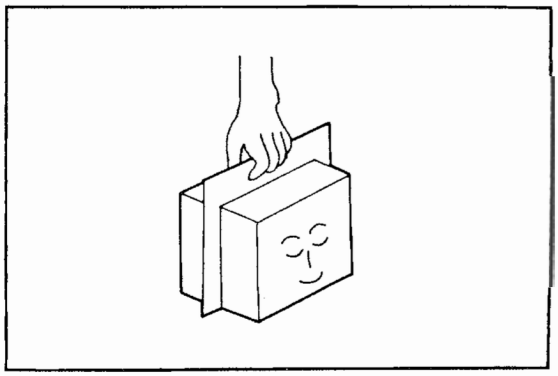

Fig. 5.44
b. Inspect the battery to make sure that the seal (plastic bag is sticked to the battery), it can be assumed to be in good condition. This battery will be ready for use after filling with electrolyte (specific gravity 1.260~1.280 @ 68°F or 20°C). **(Fig. 5.44)**